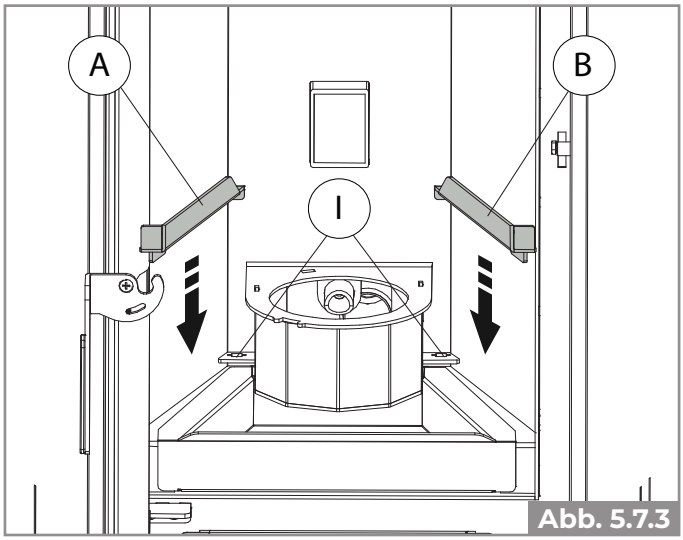

Abb. 5.7.3
- Setzen Sie die beiden Halterungen A und B ein und achten Sie dabei darauf, dass die beiden Blätter am hinteren Teil der Halterungen in die entsprechenden Schlitze in der Brennkammer eingesetzt werden (**Abb. 5.7.3- Abb. 5.7.4**) verbinden;